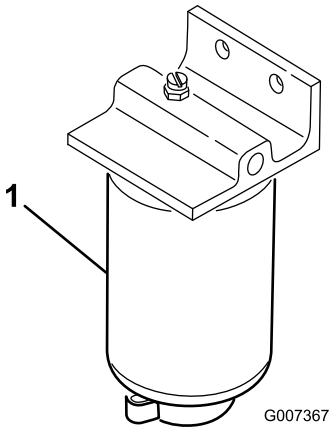

Figur 40
2. Rengjør området der filterboksen skal festes (Figur 40).
4. Åpne filtertappepluggen og ventilatorventilen (Figur 40).